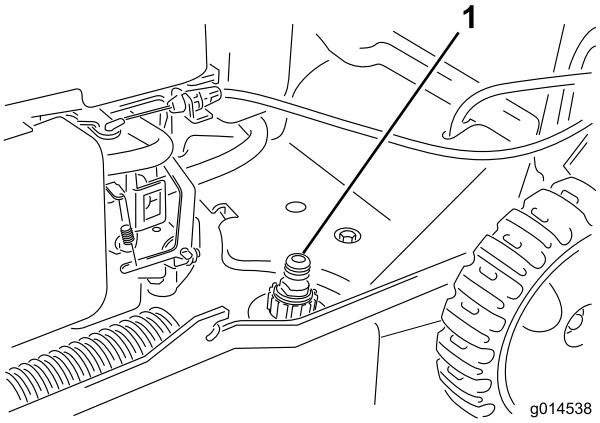

Bild 27
3. Befestigen Sie einen Gartenschlauch, der an einen Wasserhahn angeschlossen ist, am Wasseranschluss am Rasenmähergehäuse (Bild 27).